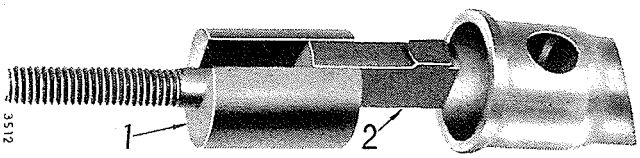

Bild 175
Der Ausziehер (2), Bild 175, wird mit der zurückgezogenen Führung (1) in die Vorkammer eingeschoben.